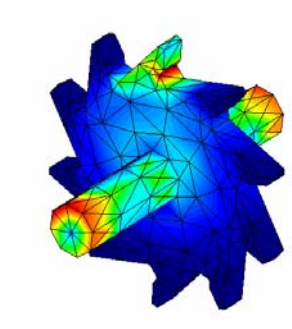

Figure 21. Von Misses results.
9. Instead of displacements, we can choose **View results→Von Misses**, as in Figure 21.